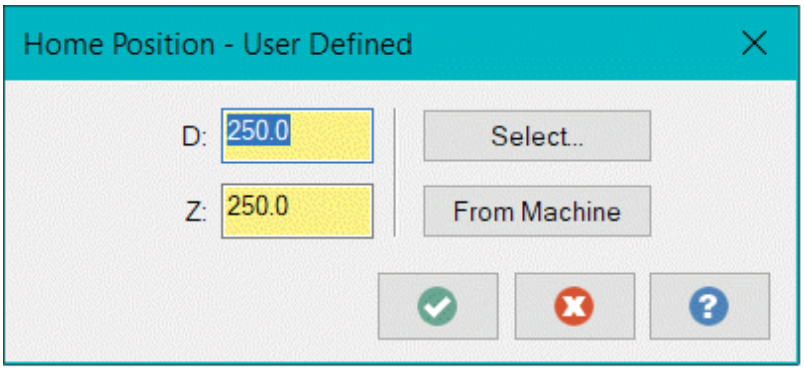

Figure-40. Home Position User Defined dialog box
- Click on the **Define** button in the **Home Position** area of the dialog box to define the home position of the tool if **User define** option is selected in the drop-down. The **Home Position - User Defined** dialog box will be displayed; refer to Figure-40.